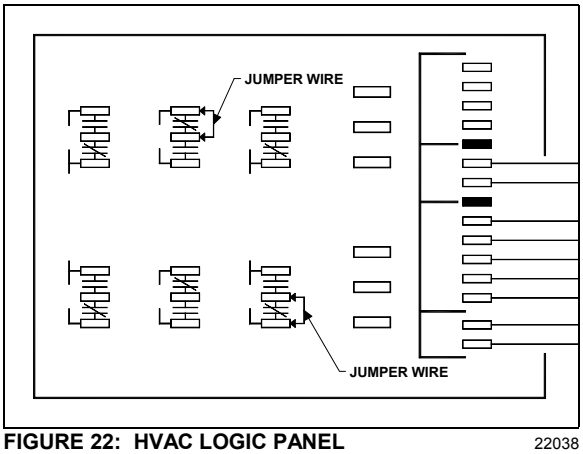

FIGURE 22: HVAC LOGIC PANEL 22038
3. Open the rear electrical compartment. Locate the **cooling contact 3** on the HVAC logic panel. Install a jumper wire between the central terminal of this stage and its normally-closer contact terminal as illustrated in Fig. 22. Locate the **cooling contact 2**. Install a jumper wire between the central terminal of this stage and its normally-closed contact terminal as illustrated in Fig. 22.